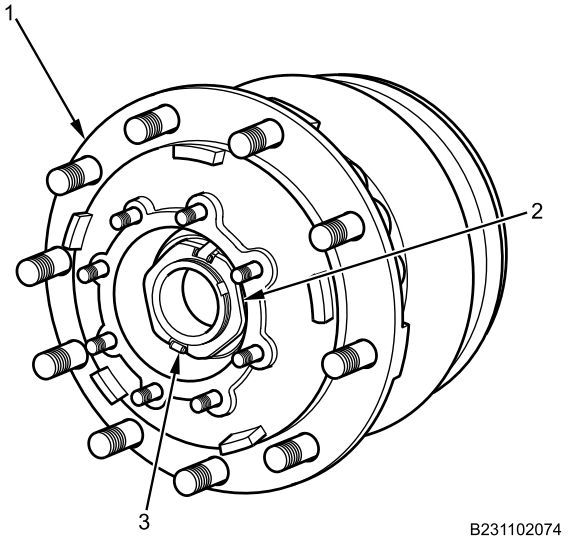

Figure 6. Rear Brake Drum and Hub Assembly.
3. With assistant, install rear brake drum and hub assembly (Figure 6, Item 1) and outer bearing on rear axle assembly with retaining nut (Figure 6, Item 2). Using 4-inch socket, torque nut to 200 lb-ft (271 N•m) while spinning rear brake drum and hub assembly by hand.
4. Back off retaining nut (Figure 6, Item 2) and retorque to 50 lb-ft (68 N•m), then back off one-eighth turn. Spring clips (Figure 6, Item 3) should be locked in place. If not, slowly back off until spring clips lock.